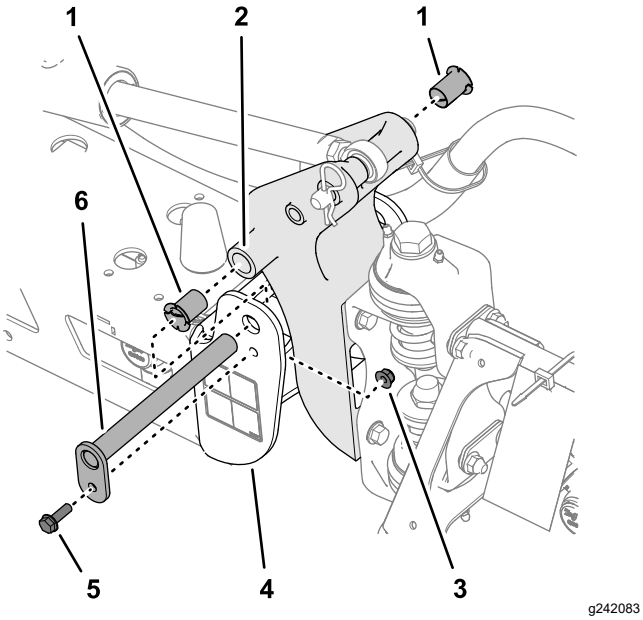

Рисунок 120
3. Отверните болт и гайку, которые крепят ось поворота, и снимите ось поворота (Рисунок 120).
5. Снимите и осмотрите нейлоновые втулки с передней и задней сторон кронштейна шарнира (Рисунок 120).
6. Нанесите тонкий слой масла на нейлоновые втулки и установите их в кронштейн оси поворота (Рисунок 120).
7. Совместите отверстия в кронштейне шарнира с отверстиями в швеллере (Рисунок 120).